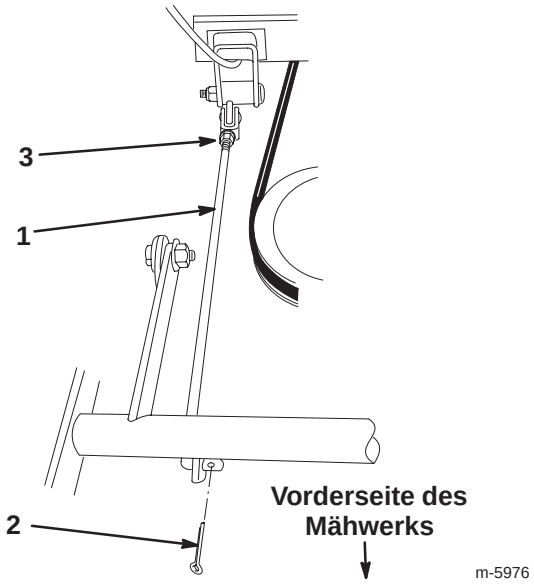

Bild 32
7. Entfernen Sie den Splint vorne an der Einstellstange (Bild 32).
8. Lösen Sie die Mutter hinten an der Einstellstange (Bild 32).